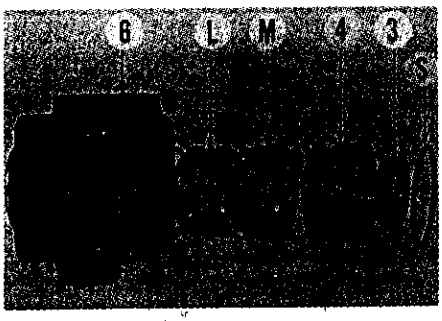

Fig. 31–Control valve housing partially disassembled, showing location of bushing sleeves and O-ring seals.
Examine all parts for wear or scoring and make sure parts are thoroughly cleaned. Renew all seals, gaskets and O-rings when unit is disassembled, as all parts are under system pressure. O-rings are located on piston guide peg (13); and between bushing sleeves in control valve housing as shown in Fig. 31. Carefully push bushings out top end of housing. Seal (3) must be installed from underside (chamfered) end of bushing sleeve (4), using Special Tool SW23/2 which applies pressure in the groove between the two seal lips. Coat sealing O-rings sparingly with a suitable lubricant and install carefully using Fig. 31 as a guide.